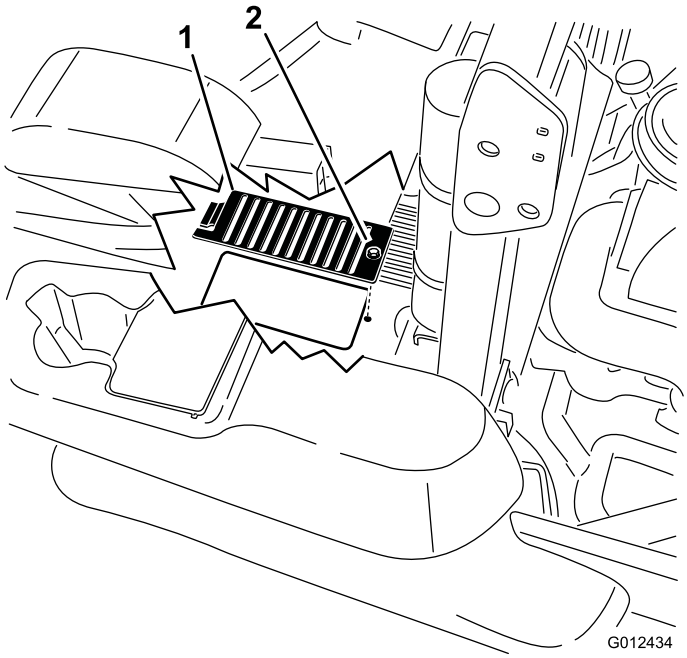

**Figuur 71**
6. Verwijder de bout en de kap van de peilstokken. Reinig rond de peilstok en de hydraulische eenheid (Figuur 71).